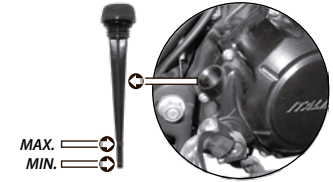

Imagen 14. Tapón-bayoneta de aceite.
2. Localizar el tapón-bayoneta del cárter en la parte inferior derecha de la italika. Ver imagen 14.